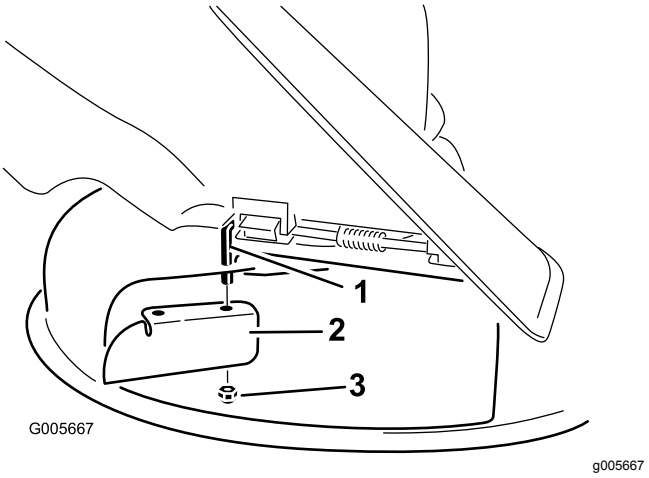

Figur 24
7. Monter græsafskærmningen på den frilagte drejestang (Figur 24).
3. Afmonter græsafskærmningen fra plæneklipperskjoldet (Figur 24).